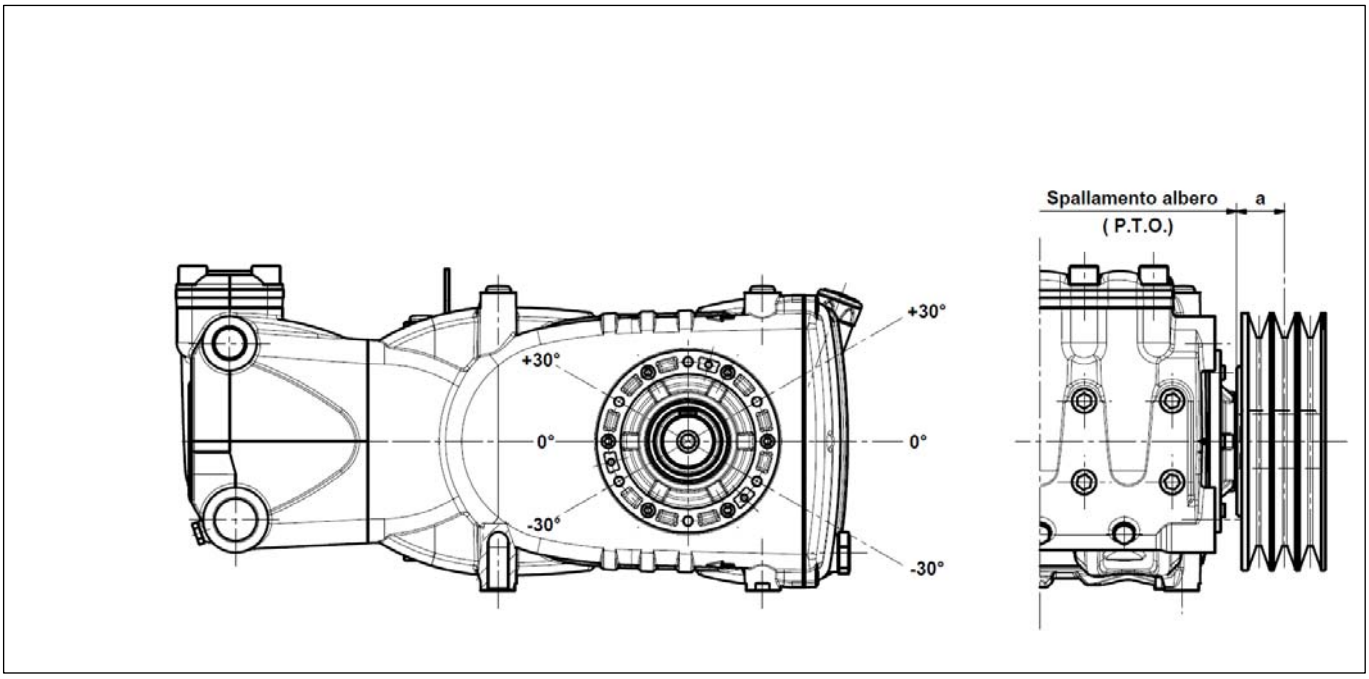

fig. 10
The radial load on the shaft must not exceed 4500 N (value necessary for Layout definition). The transmission is considered adequate if the load is applied to a maximum distance **a=50 mm** from the shaft shoulder (P.T.O) as shown in fig. 10.
b) Use high performance belts – for example **XPB** instead of **SPB** – as a lower quantity of belts for the same transmitted power may be necessary and a consequent shorter resulting distance compared to the shaft shoulder (P.T.O). “a" of fig. 10
e) Follow the direction of the belt pull as shown in fig. 10; for other needs, contact our ***Technical or Customer Service Departments.***